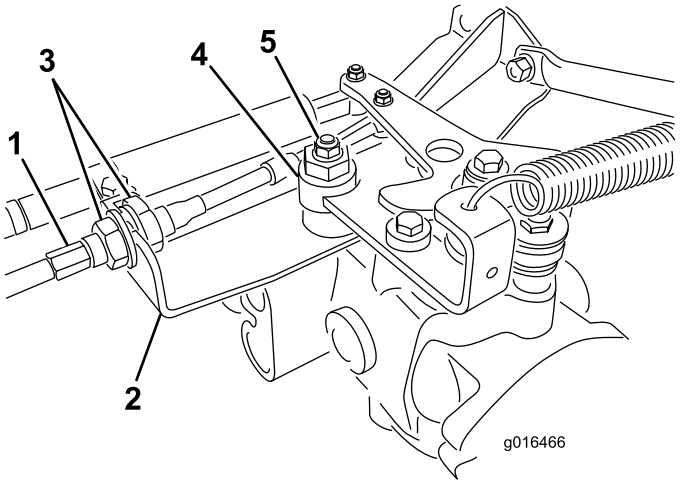

Figur 43
A. Løsne begge låsemutterne som fester trekkontrollkabelen til hydrostatens skillevegg (Figur 43). Pass på at låsemutterne er like løse, og at de er løse nok til at du kan foreta en justering.
Merk: Løsne mutteren som fester eksenteren til toppen av hydrostaten (Figur 43).
E. Når hjulet ikke lenger roterer, må du stramme mutteren som låser eksenteren og justeringen (Figur 43).
G. Stram låsemutterne på hver side av skilleveggen like mye, slik at du fester trekkabelen til skilleveggen (Figur 43). Ikke vri kabelen.